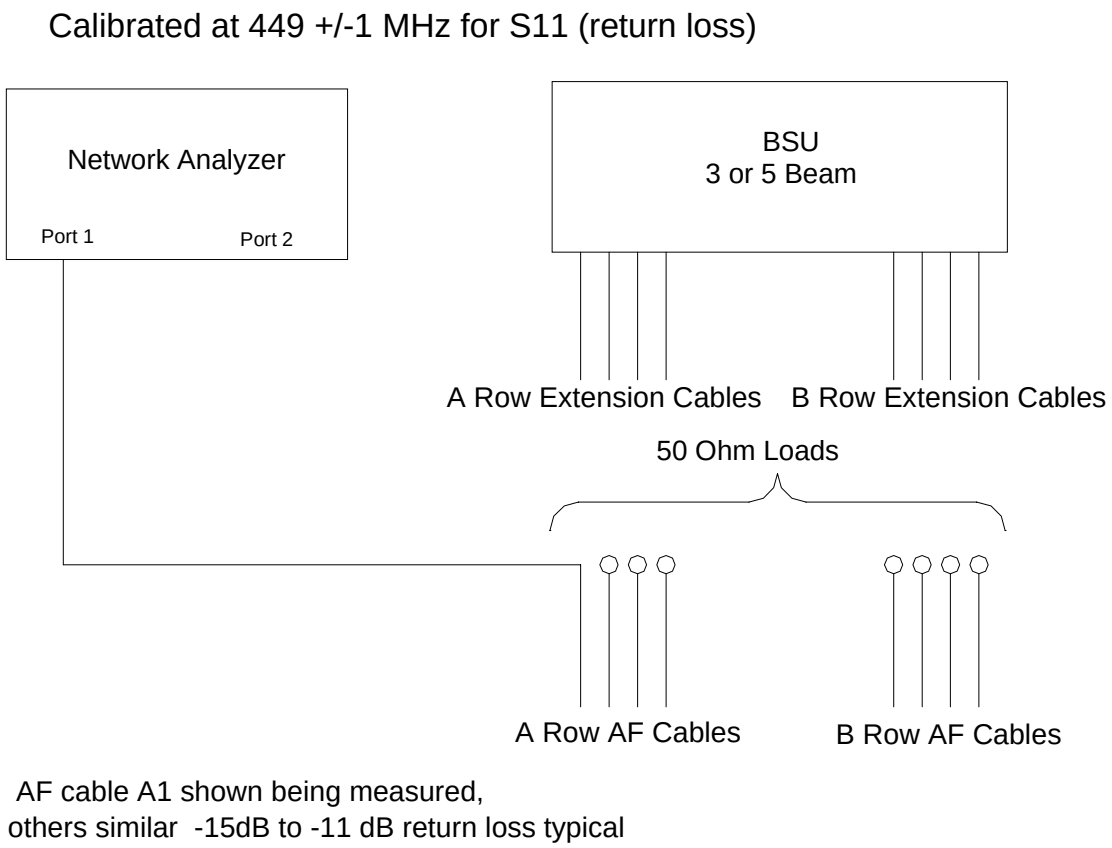

Figure 7-23 Antenna Insertion Loss and Phase Measurement
If VSWR, Insertion Loss and Phase angle measures properly for the 5:1 power divider and BSU yet >1.2:1 VSWR is still detected for a particular beam position, the problem can be isolated to the specific Array Feed Cables (AF). "A" cables can be measured for beams N, S, and V and "B" cables can be measured for beams E and W. The procedure is described in the following steps and shown in Figure 7-23.